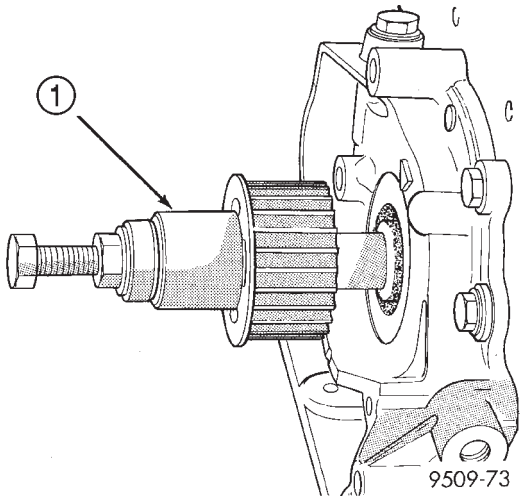

Abb. 88 Kurbelwellenrad—Einbau
(3) Kurbelwellenrad (Abb. 88) mit Spezialwerkzeug 6792 einbauen.